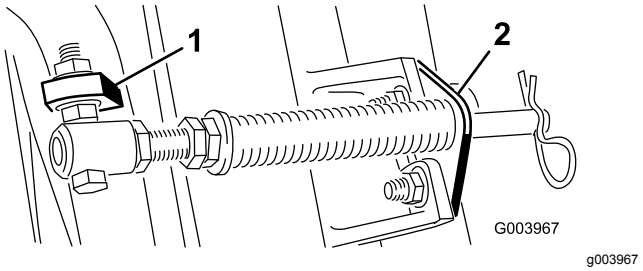

Figur 5
Bemærk: Placer boltens hoved på tappens udvendige side som vist i Figur 5.
D. Monter stangbeslaget på klippeenhedens tapper med bræddebolte og møtrikker (Figur 5).